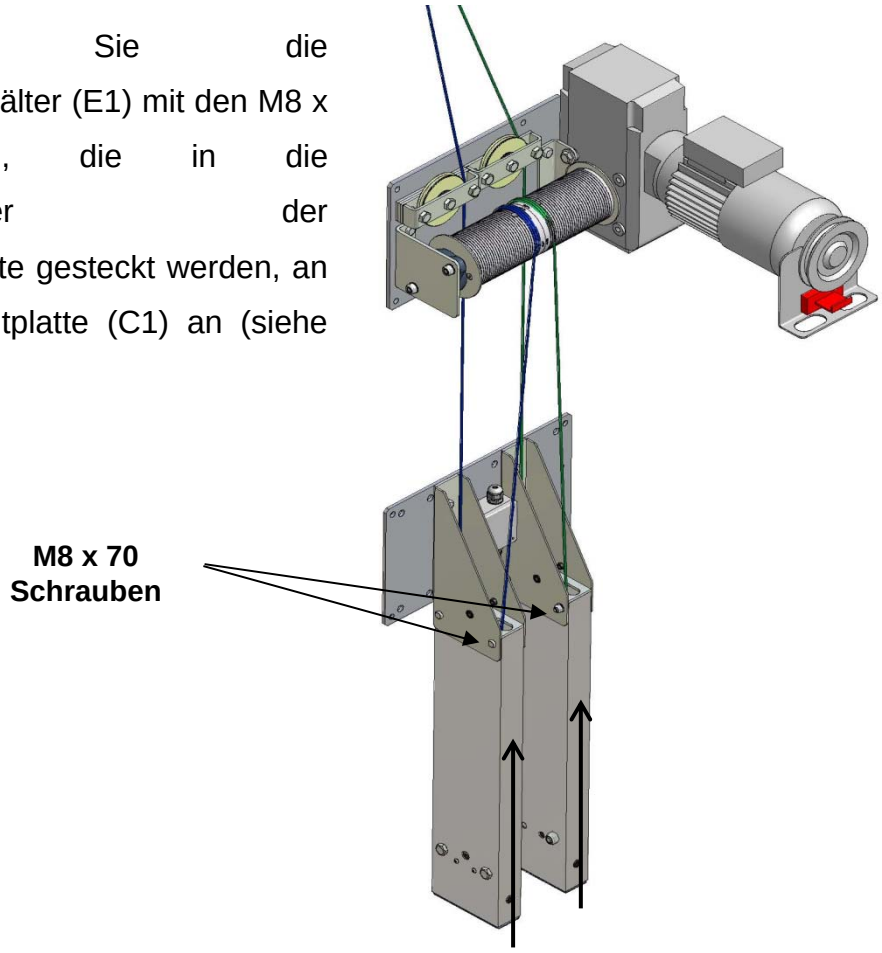

Abbildung 12
3.7 Bringen Sie die Gegengewichtbehälter (E1) mit den M8 x 70 Schrauben, die in die Befestigungslöcher der Gegengewichtplatte gesteckt werden, an der Gegengewichtplatte (C1) an (siehe Abbildung 12).